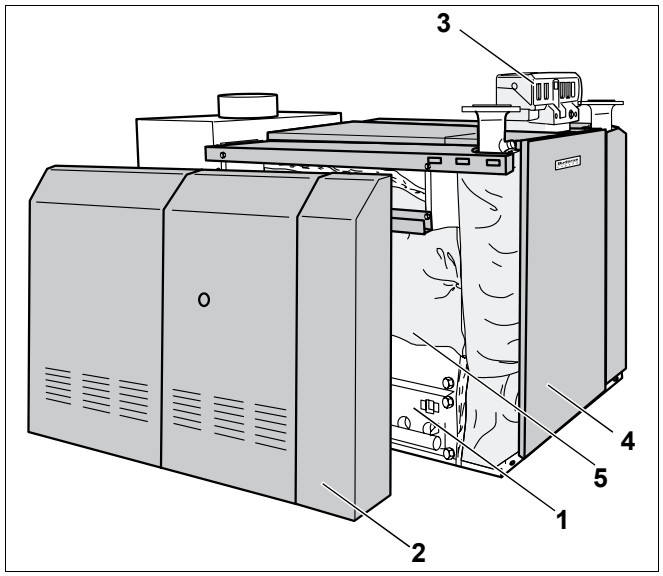

Рис. 1 Logano GE434
Logano GE434 (рис. 1) состоит из правого и левого котловых блоков, на каждом из которых установлено по одной газовой горелке.
– Котловые блоки (рис. 1, **поз. 1**) и газовые горелки (рис. 1, **поз. 4**).
– Обшивка котла (рис. 1, **поз. 2**) и теплоизоляция (рис. 1, **поз. 5**).
– Система управления (рис. 1, **поз. 3**), дополнительный регулятор и два автомата горения газа (на одну газовую горелку - один автомат горения).